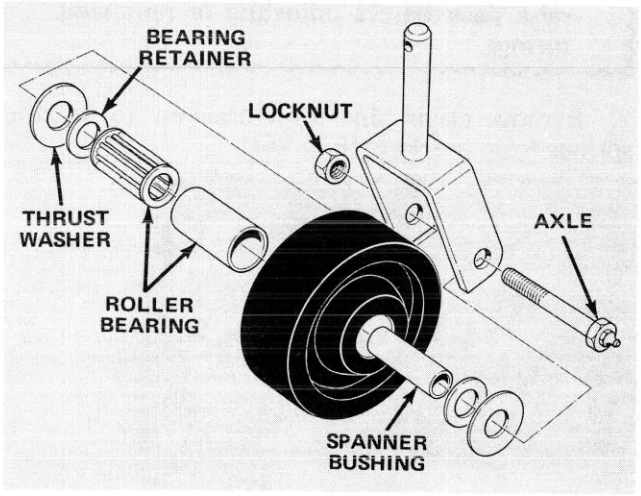

Figure 29
1. Remove locknut from axle holding castor wheel assembly between castor fork (Fig. 29). Grasp castor wheel and slide axle out of fork.
Note: Account for the two bearing retainers and thrust washers (Fig. 29).
2. Tip wheel to the side and allow roller bearing and spanner bushing to fall out (Fig. 29).
6. Pump more grease through grease fitting on axle (Fig. 29) until bearing is greased thoroughly.